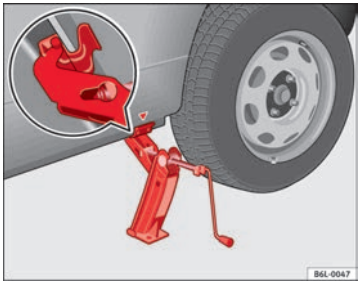

Fig. 136 Fitting the jack
– Align the jack so that the arm of the jack fits around the rib under the door sill and the movable base plate of the jack is flat on the ground ⇒ fig. 136.